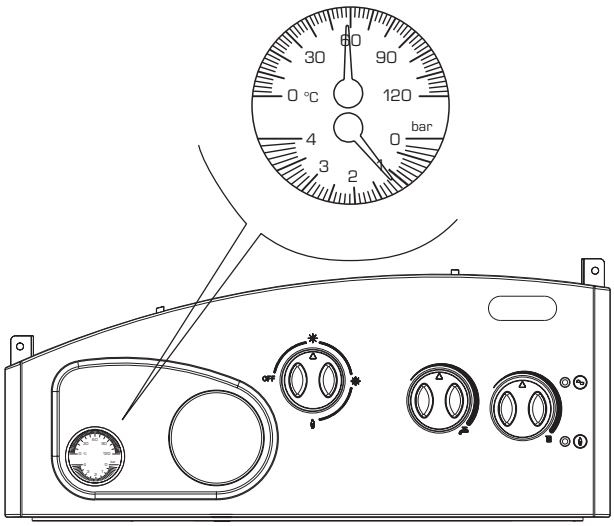

Fig. 27/a
– **Autres anomalies (fig. 27/b)**